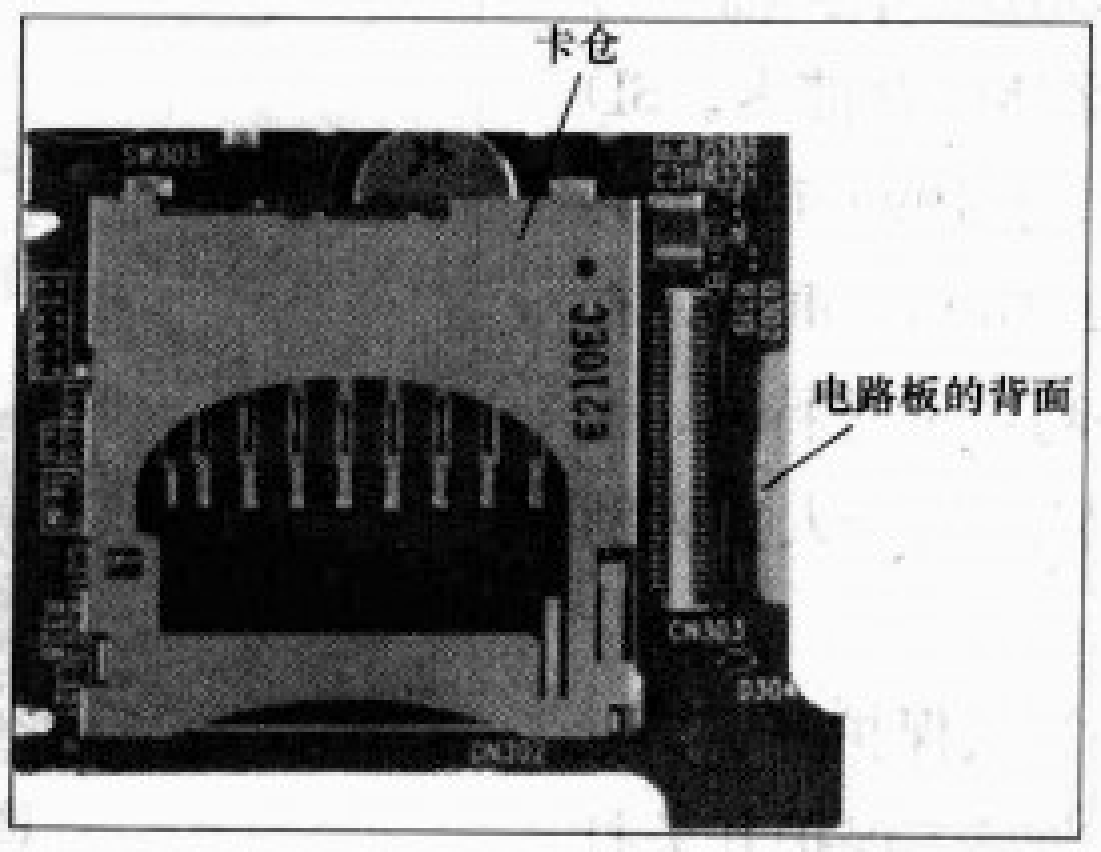

图 14
意电路板要放在干燥的地方，以免导致损坏。(7) 电路板反面就是卡仓了（图14），可以对卡仓进行清理和更换。注意：如果用液体清洗，要晾干后再进行使用，以免造成元器件的损坏。